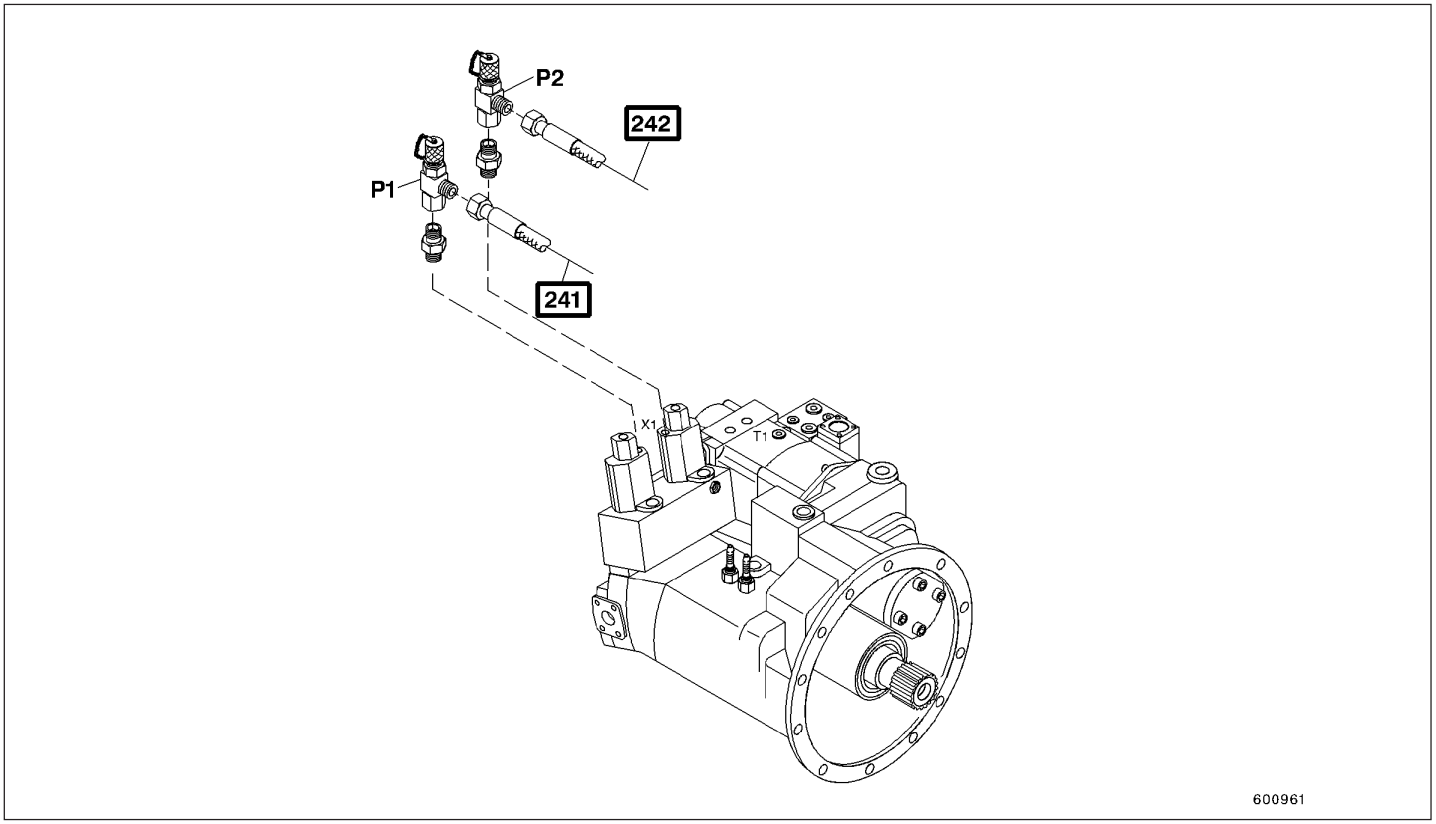

Fig.1
- Conecte um manômetro de 60 bar aos pórticos de medição nas linhas de controle de demanda proporcional nº 241 (Fig. 1) e nº 242.